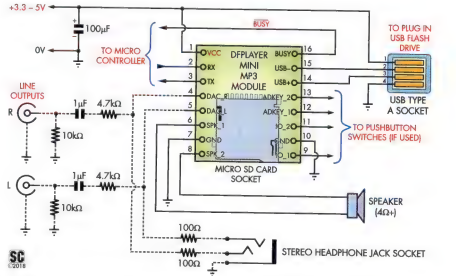
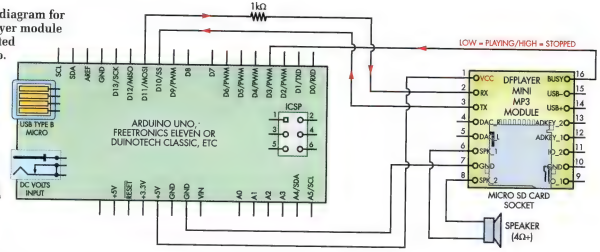

Fig.2: This shows how to connect the audio player module for playback to a speaker, headphones or other audio devices via the level outputs.
Fig.5: wiring diagram for the audio player module when connected to an Arduino.
Fig.2 shows how to wire up the DFPlayer Mini module. The speaker (if used) connects directly between the SPK_1 and SPK_2 pins (6 and 8) while the module's power supply (3.3-5.2V DC) is fed to pin 1 (V_{CC}) and pins 7/10 (GND).
Otherwise, its operation can be controlled entirely from an Arduino, a Micromite or many other kinds of microcontroller, using the UART serial port lines at pins 2 (RX) and 3 (TX), along with the BUSY signal from pin 16. This configuration is shown in Figs.5 & 6.
For example, you can use it to play files from a USB thumb drive by connecting up a Type A USB socket as shown at the top right of Fig.2, with pin 1 connected to the +5V supply, pins 2 and 3 to pins 15 (USB-) and 14 (USB+) of the module, and pin 4 to the module ground (pins 7 or 10).
Fig.5 shows the connections for controlling the module from an Arduino. It's powered from the Arduino's 5V supply, which is fed to its V_{CC} pin (pin 1). For serial communications, we're using Arduino digital I/O pins 10 and 11, which are driven by the SoftwareSerial library code.
For clarity, Fig.5 does not show a USB socket, headphone socket, line outputs etc, which were shown in Fig.2. But these can certainly be included if you need those functions.
Pins 9 and 10 of the Micromite are the TX and RX pins for the Micromite's COM2 serial port. The remaining connection is from the BUSY pin (16) of the module to pin 24 of the Micromite, again to provide a playing/not playing signal. And again, for clarity, Fig.6 leaves out any extra connections you may wish to make to the DFPlayer module, like those shown in Fig.2.